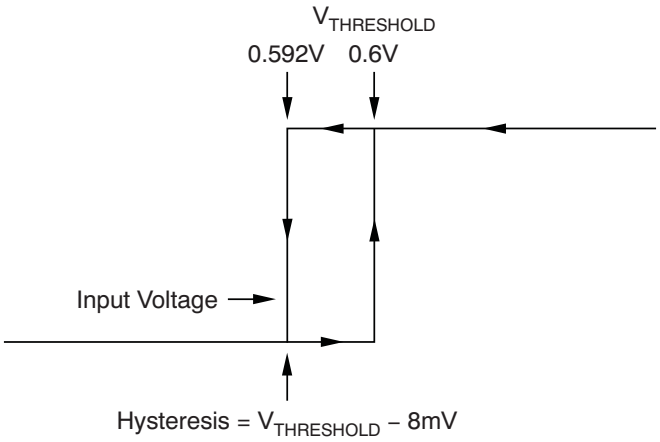

Figure 1. Typical Comparator Hysteresis
(1) Hysteresis refers to the threshold (the threshold specification applies to a rising edge of a noninverting input) of a falling edge on the noninverting input of the comparator; refer to Figure 1.
(2) Specified by design.
(3) V_{ID} refers to the differential voltage at the comparator inputs.
(4) Open-drain output can be pulled to the range of 2.7 to 18 V, regardless of V_S.
(5) The comparator response time specified is the interval between the input step function and the instant when the output crosses 1.4 V.
(6) The $\overline{\text{RESET}}$ input has an internal 2 MΩ (typical) pull-down. Leaving $\overline{\text{RESET}}$ open results in a LOW state, with transparent comparator operation.